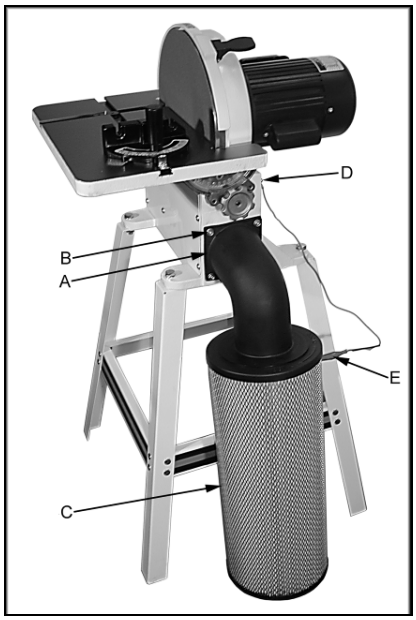

Fig 5
Monter le raccord coudé (A, Fig 5) en utilisant le joint et les vis d'origine (B).